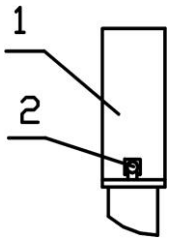

Рис.10.8
10.7.2 Аккуратно уложить кабели в КССТ-1 (КССТ-2, КС-1, КС-2 или КСУМ-1), закрыть крышку 1 (рис. 10.8), закрепить с помощью винтов 2 и опломбировать.